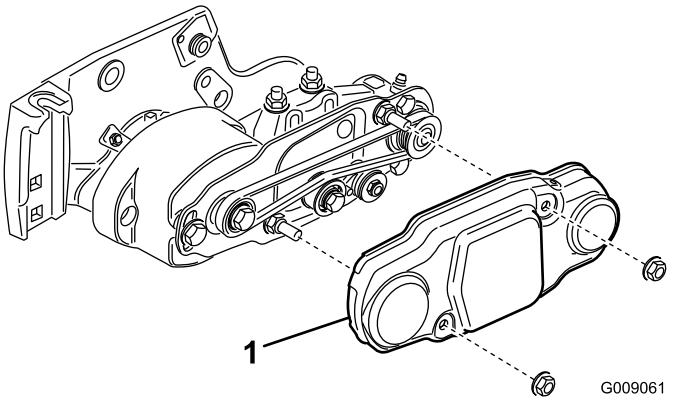

Figur 18
25. Skjut på remkåpan på fästbultarna och fäst dem med två flänsmuttrar (Figur 18).